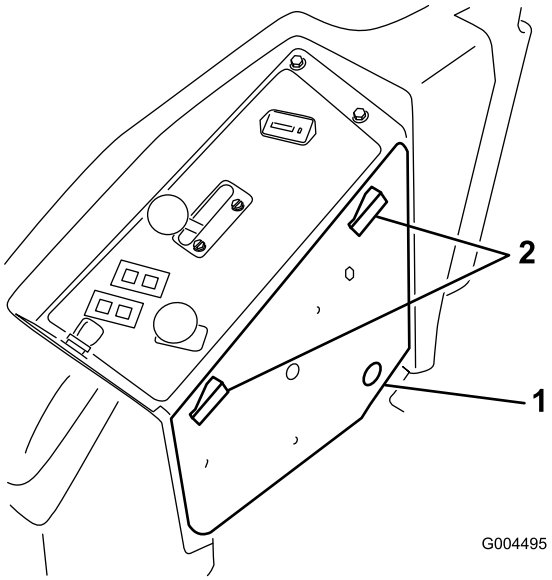

Figur 22
2. Åbn kontrolpanelets dæksel, og læg det til side (Figur 22).